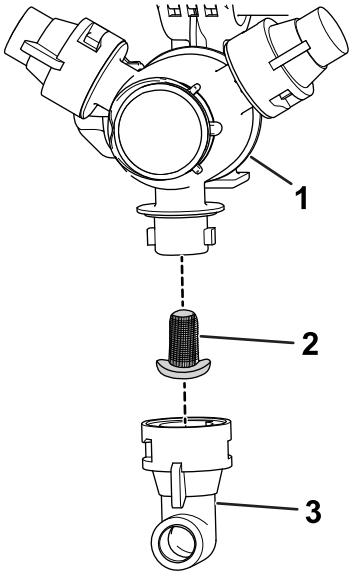

Рисунок 57
2. Снимите сопло с поворотной распылительной головки (Рисунок 57).
3. Снимите фильтр сопла (Рисунок 57).
5. Установите фильтр сопла (Рисунок 57).
6. Установите сопло на поворотную распылительную головку (Рисунок 57).